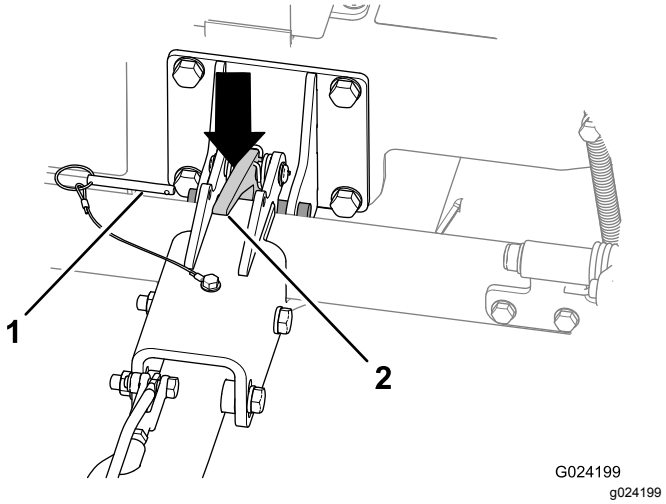

Figur 28
A. Fjern låsepinden (Figur 28).
C. Tryk ned på bugsertrækkets lås for at låse bugsertrækket op (Figur 28).